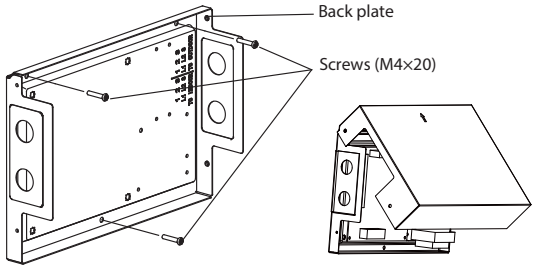

Fig. 7 —24V Interface Kit
2. Mount the **24V INTERFACE KIT** horizontally (see Fig. 7), by fastening the back plate to the wall with 3 screws\ (M4x20) and anchors.